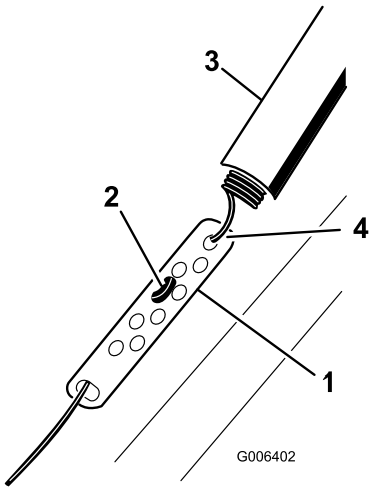

**Rysunek 9**
1. Przesuń w górę osłonę sprężyny i odczep sprężynę od łącznika regulacyjnego (Rysunek 9).
2. Przesuń mocowanie Z odpowiednio w wyższy lub niższy otwór na łączniku regulacyjnym, aby uzyskać szczelinę 2-3 mm między dźwignią sterującą i uchwytem (Rysunek 9).